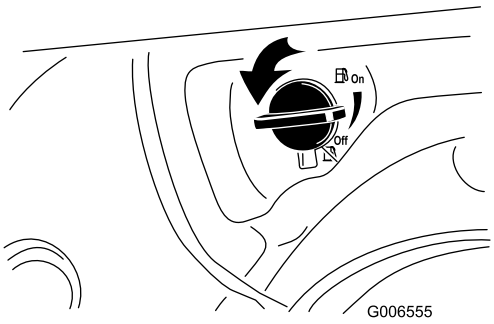

Rysunek 21
2. Przekręć zawór odcinający paliwo o 1/4 obrotu w lewo, aby go otworzyć (Rysunek 21).